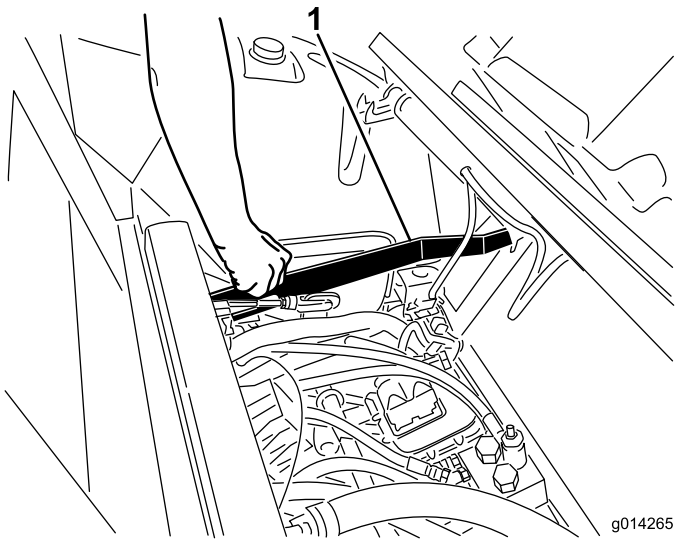

Figure 13
1. Tirez sur la barre de déblocage du verrou de siège et abaissez le siège en position verrouillée (Figure 13).